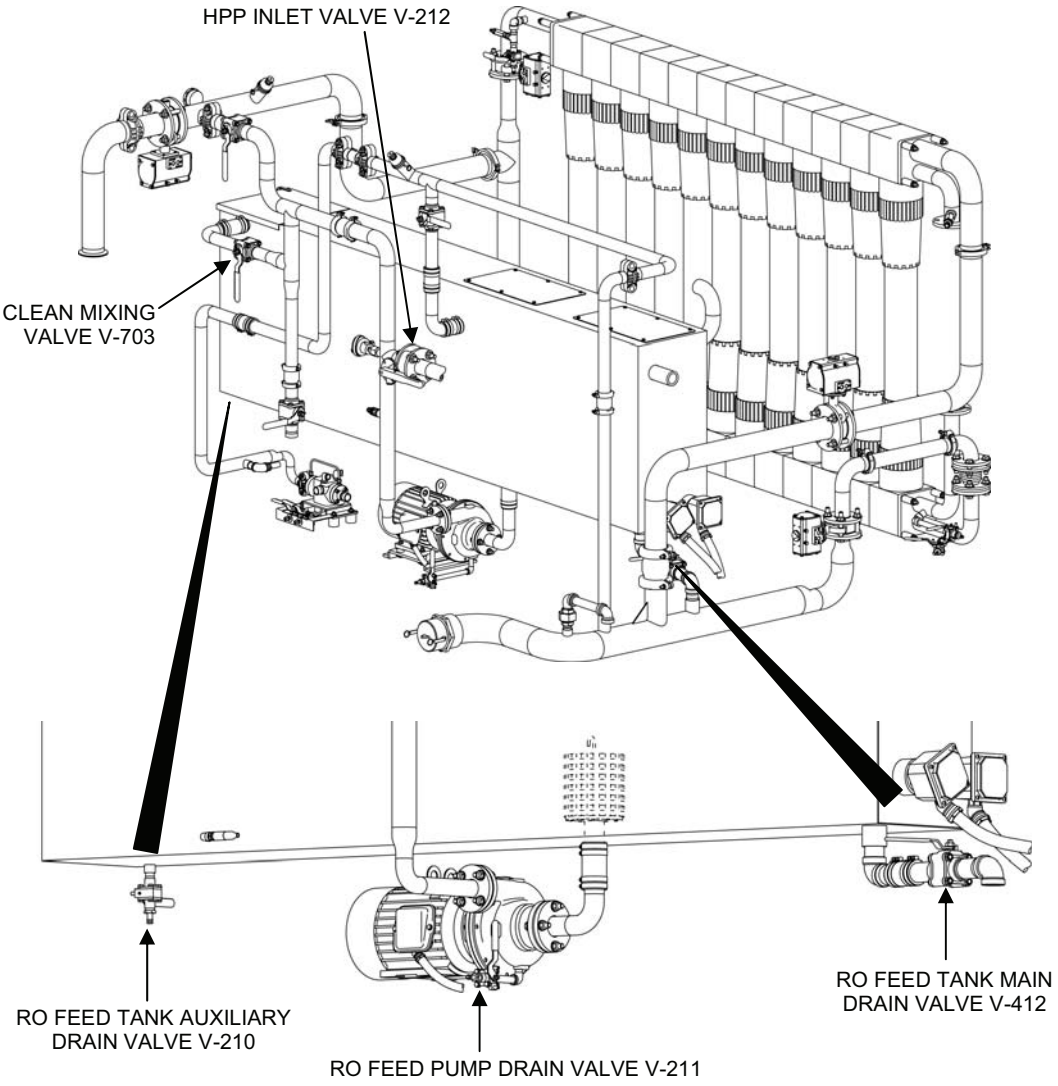

Figure 3. Valves for Preparing Acid Cleaning Solution for MF Acid Cleaning.
2. Prepare water for the MF acid clean as follows (Figure 3):